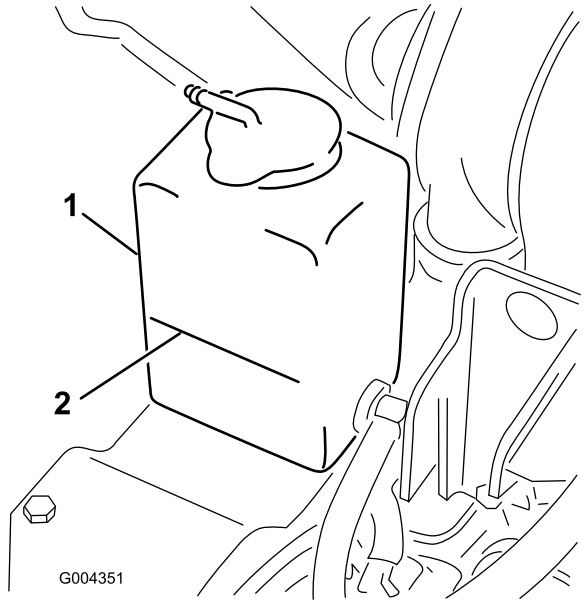

**Figur 19**
1. Kontrollera kylvätskenivån i expansionstanken (Figur 19).